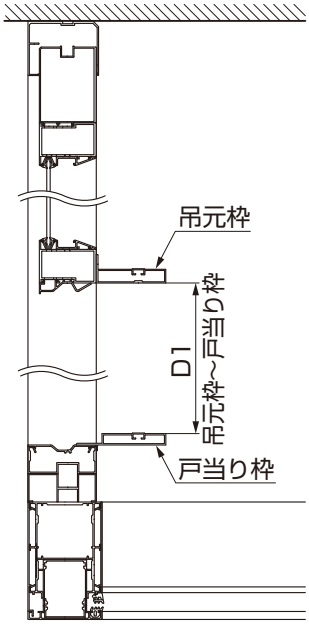

図7-1
①吊元枠～戸当り枠内々寸法D1を測定してください。（図7-1参照）